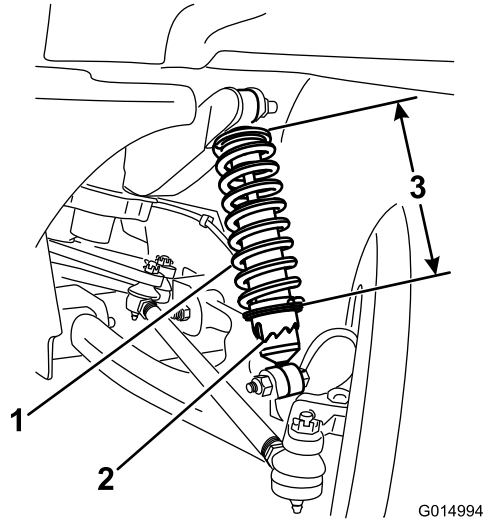

Figur 42
3. Bruk verktøyet Toro 6010 til å rotere kragen på støtdemperen for å endre fjæringslengden (Figur 42).